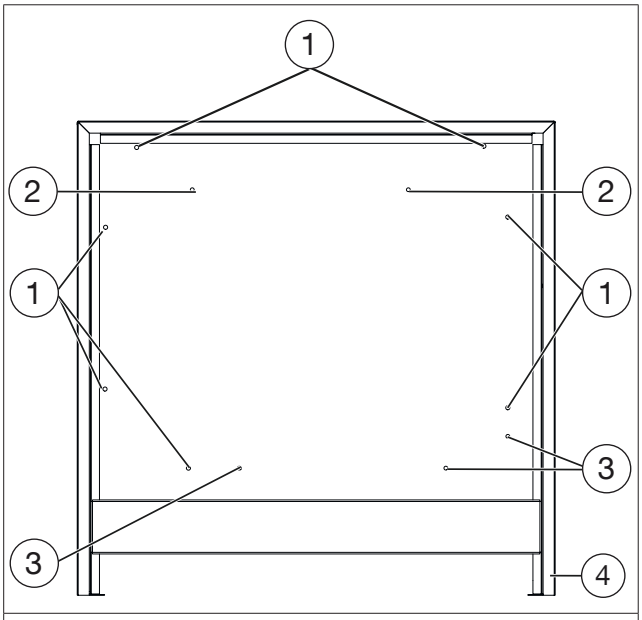
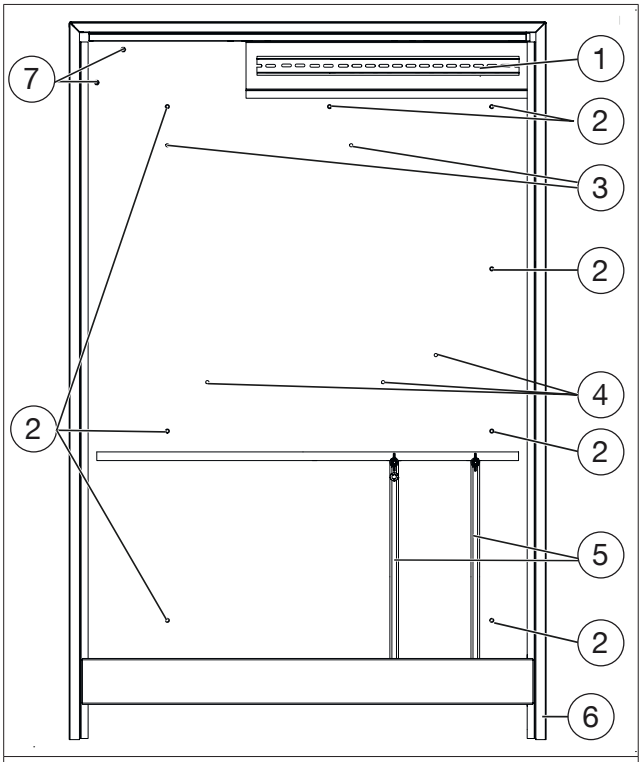

Abb. 1: Aufbau Aufputzschrank 1344697
Abb. 2: Aufbau Aufputzschrank 1344698 und 1344699
4. Befestigen Sie den Schrank an den Füßen und den Wandbefestigungspunkten (siehe Abb. 1 auf Seite 7 (1) und Abb. 2 auf Seite 7 (2)).